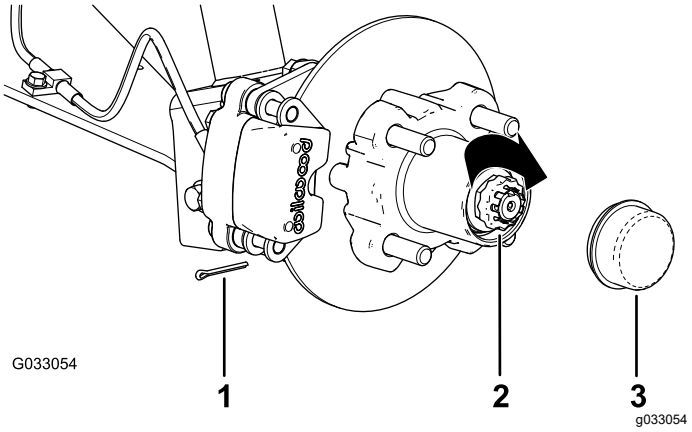

Rysunek 30
8. Załóż na nakrętkę element ustalający i ustaw wycięcie w elemencie ustalającym tak, aby wypadało równo z otworem w osi w celu włożenia zawleczki (Rysunek 30).
9. Załóż zawleczkę i zagnij wypustki na elemencie ustalającym (Rysunek 30).
10. Załóż na piastę pokrywkę przeciwpyłową (Rysunek 30).